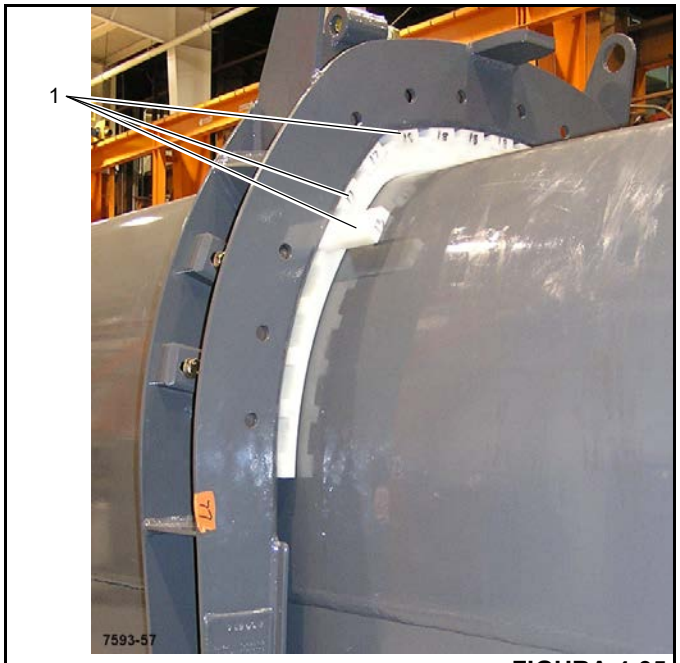

FIGURA 4-35
10. Instale placas de retenção (3) nas fendas atrás do flange dianteiro na seção 4 com uma folga de 0.25 pol. (6 mm) entre a placa e as placas de desgaste. Prenda temporariamente cada placa com um parafuso com cabeça, arruela plana e contraporca.
11. Instale as placas de desgaste internas laterais (4) e as placas de retenção.
12. Instale tiras de desgaste (1) (Figura 4-35) sob as placas de desgaste para garantir que as placas de desgaste laterais, dos cantos e inferiores estejam firmes contra a seção 5, sem perturbações ou interferências no movimento normal. As tiras de desgaste devem ter a mesma espessura à esquerda e à direita para manter a lança centralizada durante a extensão e a retração.